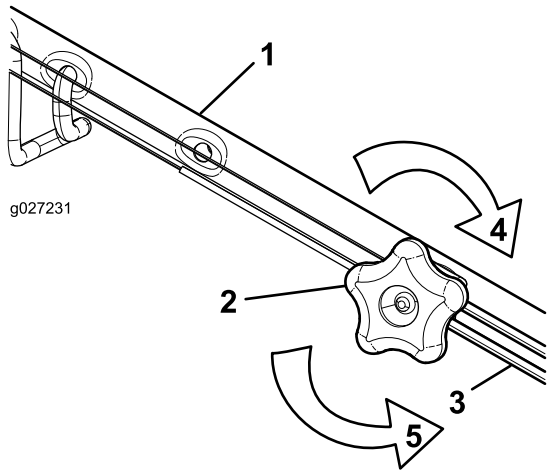

Figura 38
1. Rode o manípulo de ajuste para a esquerda para folgar o ajuste do cabo (Figura 38).
2. Ajuste a tensão do cabo (Figura 38) puxando-o para trás ou empurrando-o para a frente e mantendo a posição.